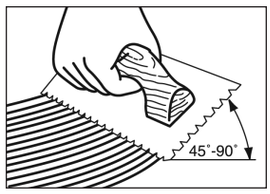

Figure 9
- Hold trowel at a minimum 45° angle (Figure 9) firmly against the subfloor to obtain a 40-60 ft.^{2} (4-5.5 m^2) per gallon spread rate (30-35 ft.^{2} per gallon for Summit spread with the included Summit All-In-One trowel) The trowel will leave ridges of adhesive and very little adhesive between the ridges. This will allow you to still see the chalk lines between the ridges and provide the recommended spread rate.